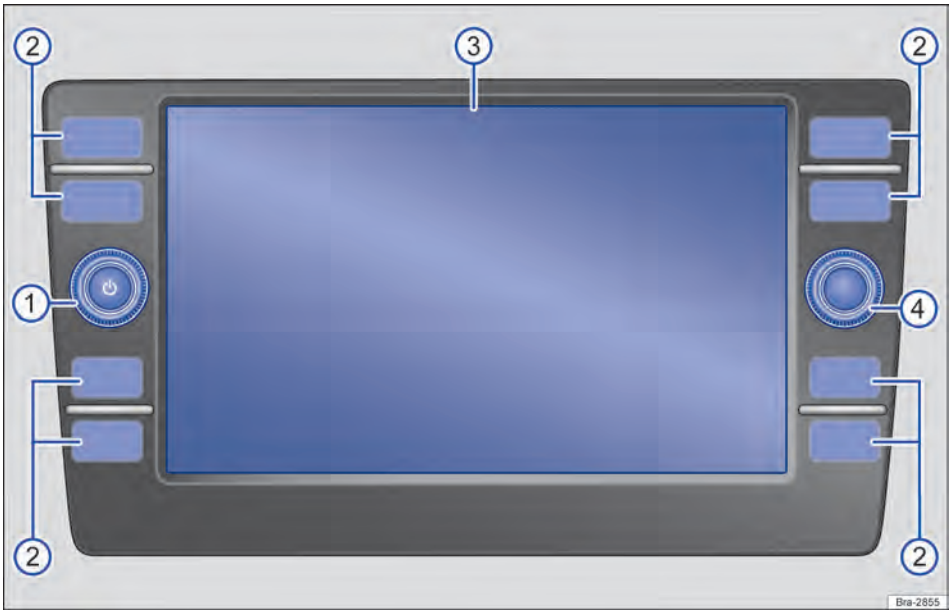

Fig. 128 Vista geral dos comandos.
O aparelho é fornecido em diferentes variantes, diferenciadas pela inscrição e função dos botões do rádio → Fig. 128 ②.
① **Botão rotativo e de pressão** ⏻:
② **Botões do rádio:** *pressionar* para acessar uma superfície de função.
③ **Display:** tela de toque.
④ **Botão de configurações:** a função depende da respectiva condição de operação.